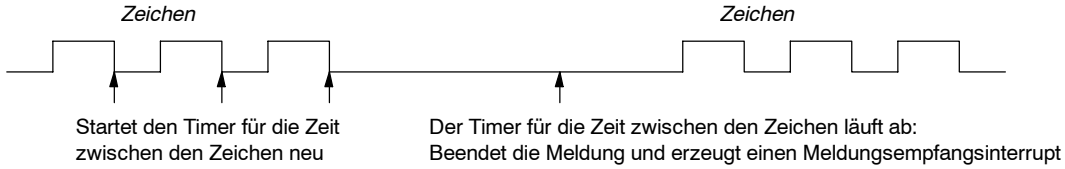

Bild 6-12 Beenden der Operation Meldung in Zwischenspeicher empfangen mit dem Timer für die Zeit zwischen den Zeichen
2. *Timer für die Zeit zwischen den Zeichen:* Die Zeit zwischen den Zeichen ist die Zeit vom Ende eines Zeichens (dem Stoppbit) bis zum Ende des nächsten Zeichens (dem Stoppbit). Überschreitet die Zeit zwischen den Zeichen (einschließlich dem zweiten Zeichen) die Anzahl der Millisekunden, die in SMW92 oder SMW192 angegeben ist, dann wird die Funktion zum Meldungsempfang beendet. Der Timer für die Zeit zwischen den Zeichen wird bei jedem empfangenen Zeichen neu gestartet (siehe Bild 6-12).